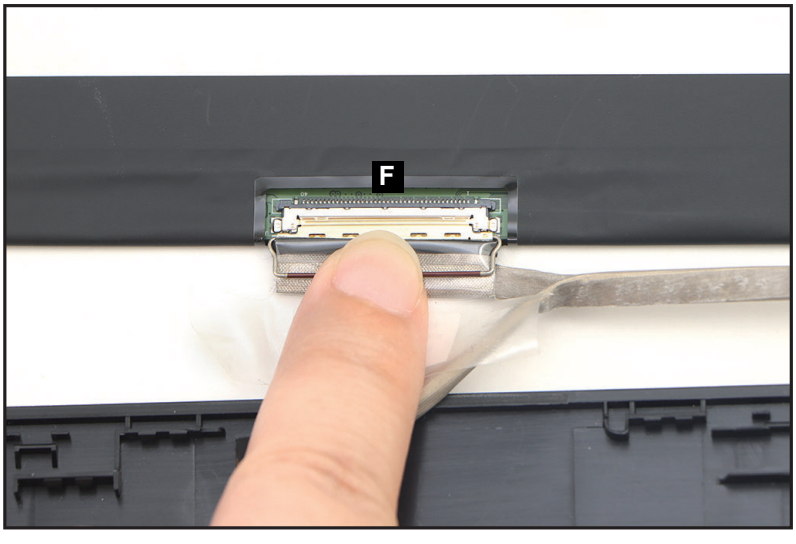

Figure 1-62. LCD Panel Removal
5. Disconnect the LCD cable from the LCD panel connector (F) (Figure 1-62). Then remove the LCD panel.